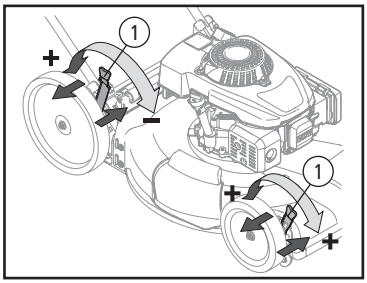

Fig. 13
Há uma alavanca de ajuste da altura de corte (1) localizada acima das rodas direita dianteira e traseira [Fig. 13].